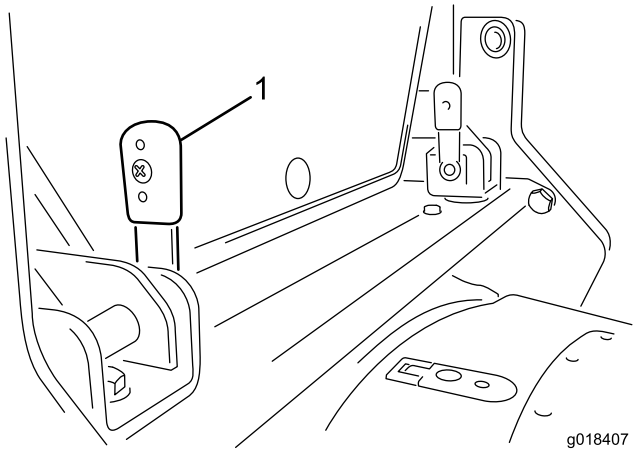

Figure 12
1. Rotate the 2 locking levers, located on the cross beam at the rear of the cab, so that they point upward (Figure 12).
3. With the levers in the vertical position (Figure 12), push them through the sets of brackets.